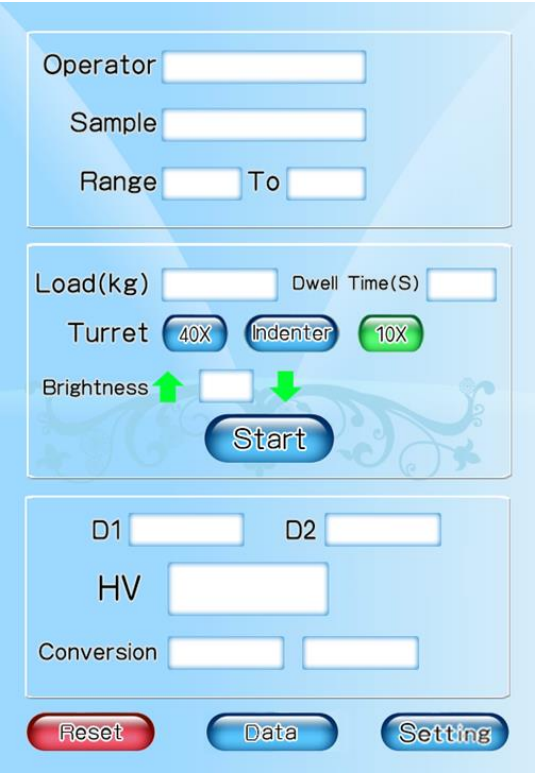

Рис. 5.1.
Подключите кабель питания, включите выключатель питания (27). После включения прибора откроется рабочий интерфейс (рис. 5.1.).